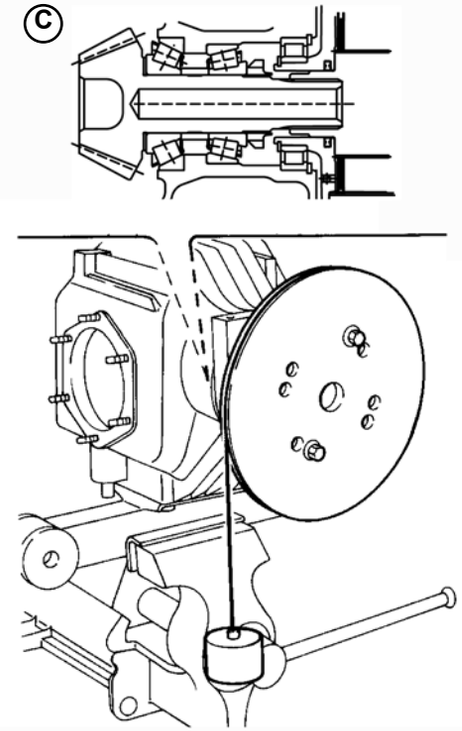

Fig.4
- if this is not so, operate on spacer (**C-Fig.4**) thickness as follows: